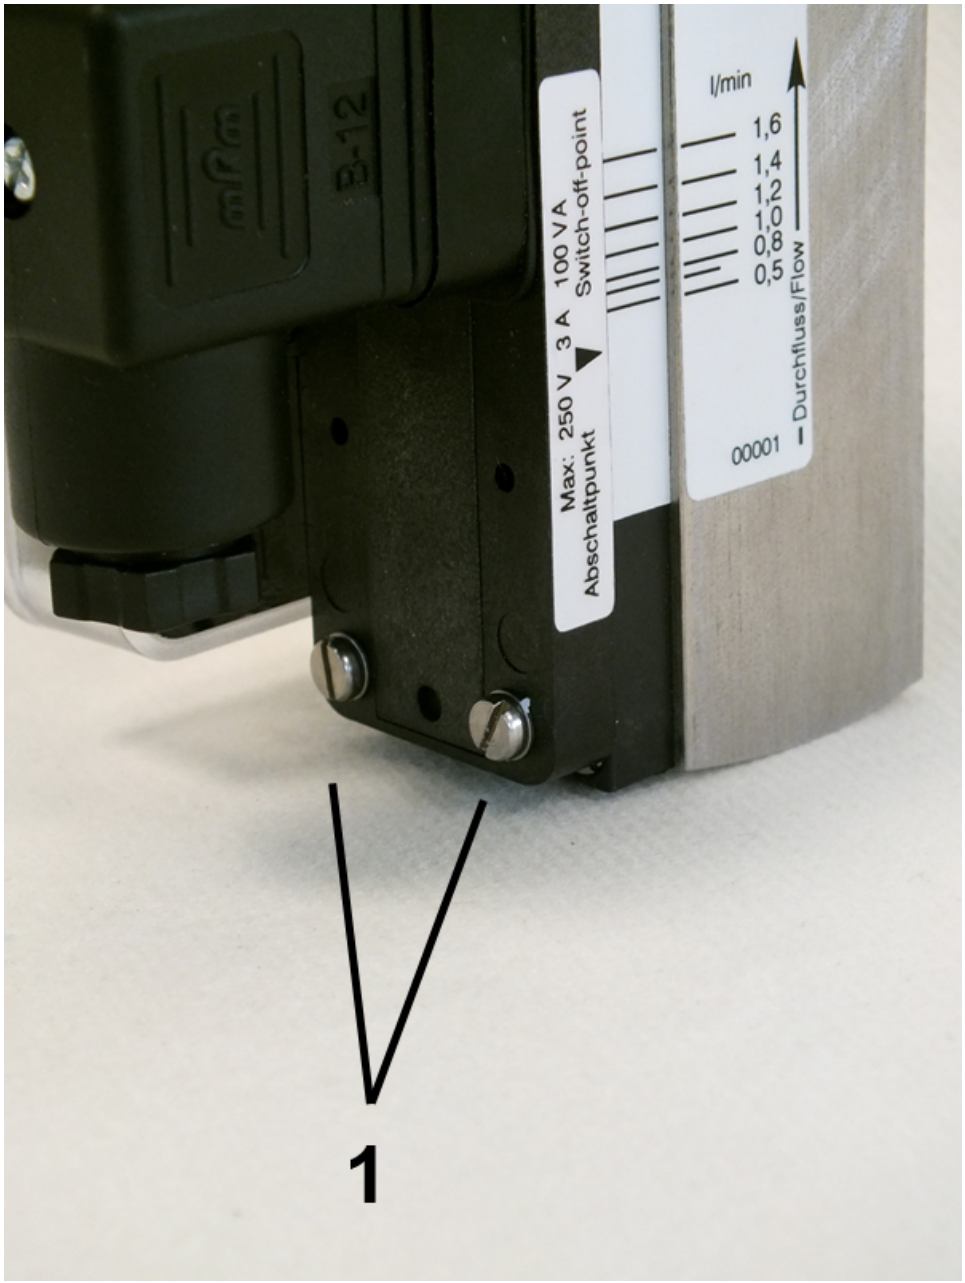

Abb. 37: Feststellschrauben lösen
1. Die Feststellschrauben des Schaltkontaktes (*Abb. 37*/1) mit einem Schlitzschraubendreher lösen.
3. Feststellschrauben des Schaltkontaktes (*Abb. 37*/1) mit einem Schlitzschraubenzieher wieder anziehen. Dabei Schrauben-Anziehdrehmoment beachten.